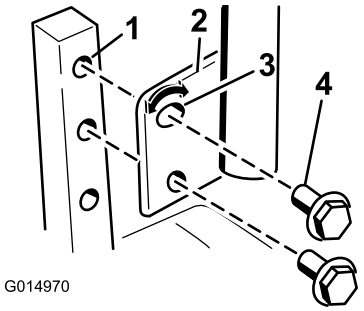

Figur 23
1. Fjern de to boltene som fester kontrollspaken til kontrollarmstaget (Figur 23).
2. Flytt kontrollspaken til neste hullpar. Fest spaken med de to boltene (Figur 23).
2. Løsne den nedre bolten akkurat nok til å dreie kontrollspaken frem- eller bakover (Figur 23). Stram til begge boltene for å sikre kontrollen i den nye posisjonen.